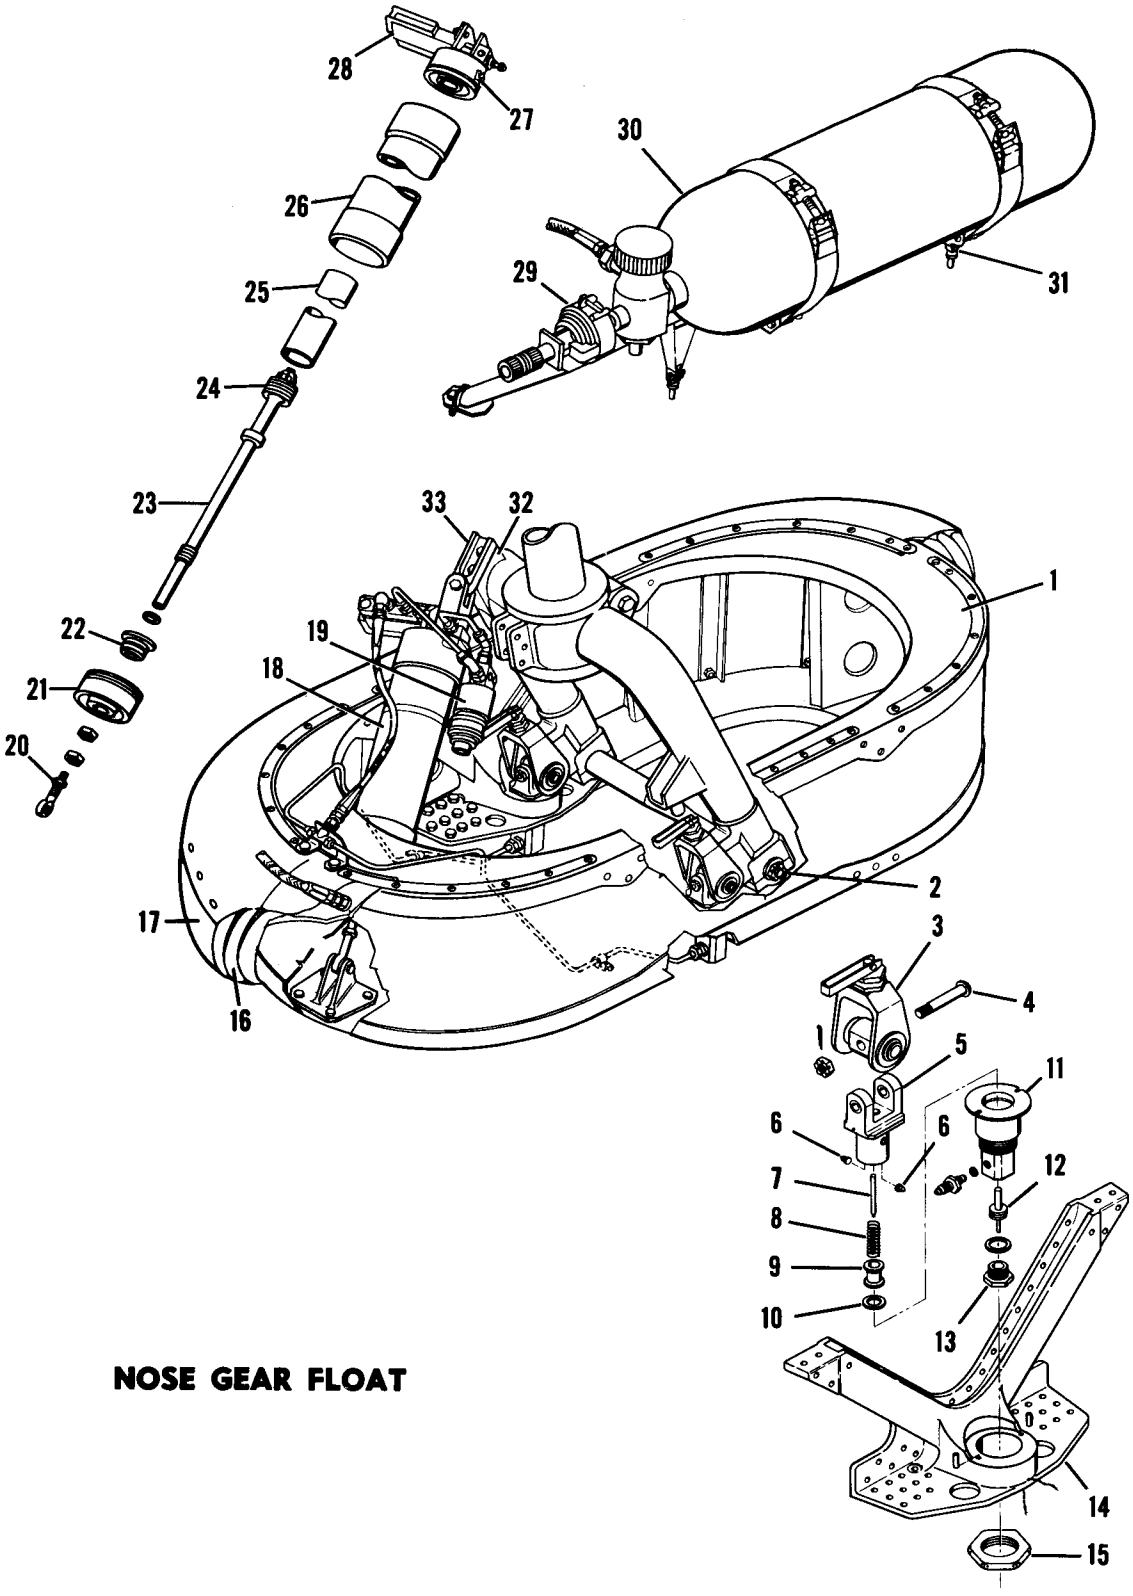

Figure 2-48. Flotation Equipment—YH-21 (Sheet 2 of 2)
j. Raise the handle of the rigger disconnect valve (28, figure 2-48) until the piston is retracted. Place the rigger on the centering link and lower the disconnect valve handle so that the piston engages the hole in the link. Safety wire the handle to the valve body.
l. Clamp the jettison solenoid valve (19, figure 2-48) to the rigger case. Install and connect all tubing and hoses.
2-292C. DISASSEMBLY, JETTISON FITTINGS —YH-21. (See figure 2-48.) Disassemble the jettison fittings in the following manner:
2-292D. ASSEMBLY, JETTISON FITTINGS—YH-21. (See figure 2-48.) Assembly of the jettison fittings is the reverse of the disassembly procedure. Replace any O-rings or gaskets which are worn or damaged.